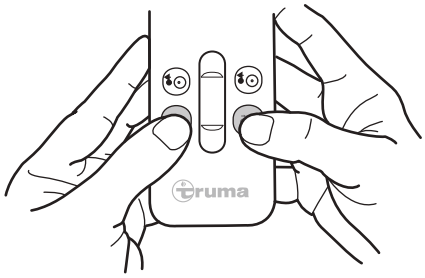

Fig. 15
► To engage the drive units, press and hold both buttons simultaneously (Fig. 15). After a safety delay of 3 seconds, an acoustic signal sounds and the engagement of the drive rollers begins.